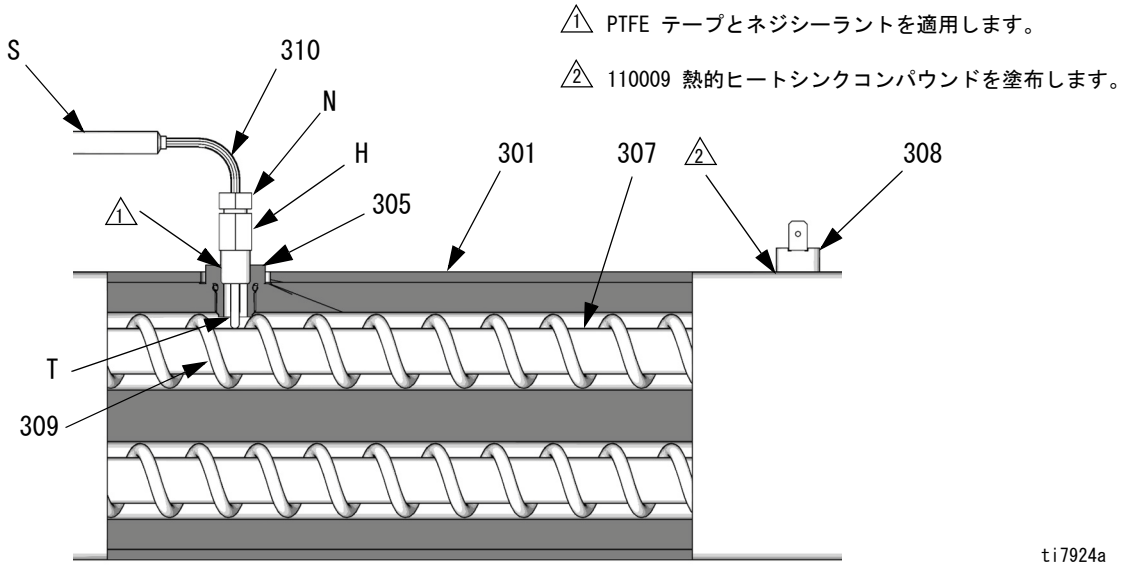

**図 9. 熱電対**
7. 図 9 を参照してください。フェルールナット (N) を緩めます。電熱対 (310) をヒーターハウジング (301) から外し、次に電熱対ハウジング (H) を外します。必要がない限り電熱対アダプタ (305) は外さないこと。アダプタを外す必要がある場合、ミキサー (309) がアダプタを交換する時に邪魔にならないことを確かめます。
8. 熱電対を交換します。図 9 を参照してください。
a. 熱電対チップ (T) から保護テープを外します。
b. 雄ネジに PTFE テープとネジシーラントを付け、熱電対ハウジング (H) をアダプタ (305) に締め付けます。
c. 先端 (T) がヒーターエレメント (307) に接するように熱電対 (310) を押し込みます。
d. 熱電対 (T) をヒーターエレメントに保持しながら、フェルールナット (N) を締め付けた後、さらに 1/4 回転締めます。
9. 前と同様に、ワイヤー (S) をキャビネットに差し込み、束にして通します。ボードにワイヤーを再接続します。
11. ヒーター A および B を同時にオンにし、テストします。温度上昇は同じ速度になっている必要があります。一方のヒーター温度が低い場合は、フェルールナット (N) を緩む、熱電対先端 (T) がエレメント (307) に接触するように熱電対ハウジング (H) を締めます。
5. 過熱スイッチ (308)、からリード線を 1 本外します。図 9 を参照してください。テスタでスイッチの両端子間をテストします。抵抗は、ほぼ 0 Ω である必要があります。
6. スイッチがテストに失敗したら、ワイヤとスクリューを取り外します。失敗したスイッチを破棄します。サーマルコンパウンド 110009 を取り付け、ハウジング (301) と同じ場所に新しいスイッチを設置し、スクリュー (311) で固定します。ワイヤーを再接続します。